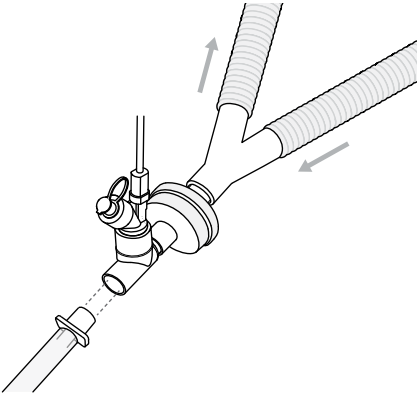

Abbildung 9. Der Aerogen Solo angebracht zwischen dem HME und dem Endotrachealschlauch.
4. In dieser Konfiguration sollte nur ein für die Verwendung mit einem Vernebler zugelassener HME eingesetzt werden (Abbildung 9). Die Anweisungen des Herstellers hinsichtlich einer Verwendung zusammen mit einem Vernebler befolgen. Sicherstellen, dass das kombinierte Volumen aus Vernebler und T-Stück mit oder ohne HME auf das verabreichte Atemvolumen abgestimmt ist. Vernebler dürfen nicht zwischen dem Y-Anschlussstück und Neugeborenen betrieben werden. Kontraindikationen auf Seite 5 beachten.